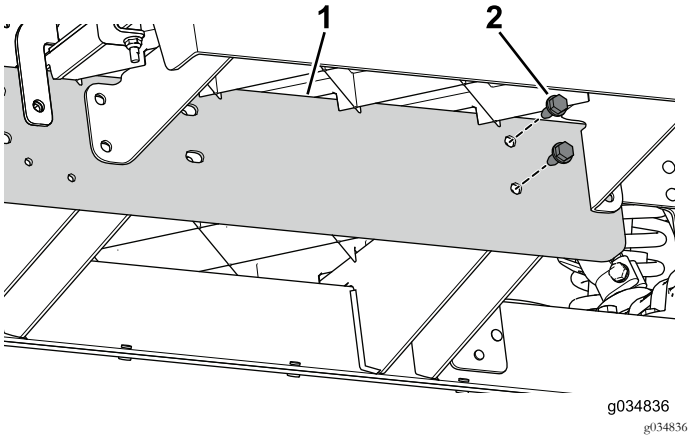

Рисунок 71
3. С помощью двух болтов (5/16 x 3/4 дюйма) установите, не затягивая, удлинительную балку на центральный швеллер в передней части автомобиля (Рисунок 71).